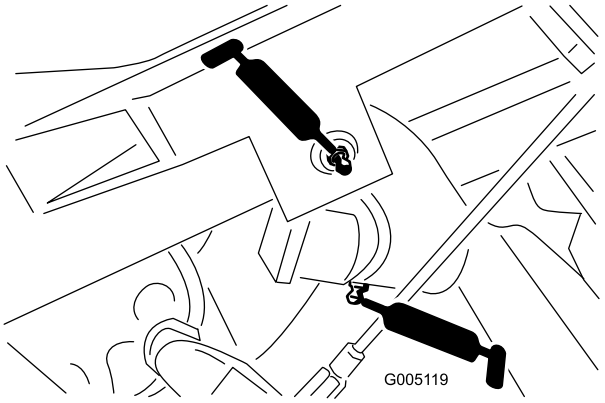

Figur 27
- Lyftarmstappen (3) och tappens gångjärn (3) (Figur 27)